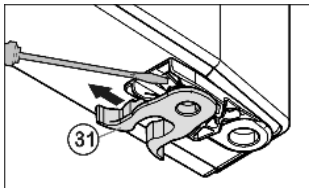

Fig. 10
- ▶ переставить пружинный зажим *Fig. 10 (31)*: Нажать вниз язычок защелки, снять с него пружинный зажим.